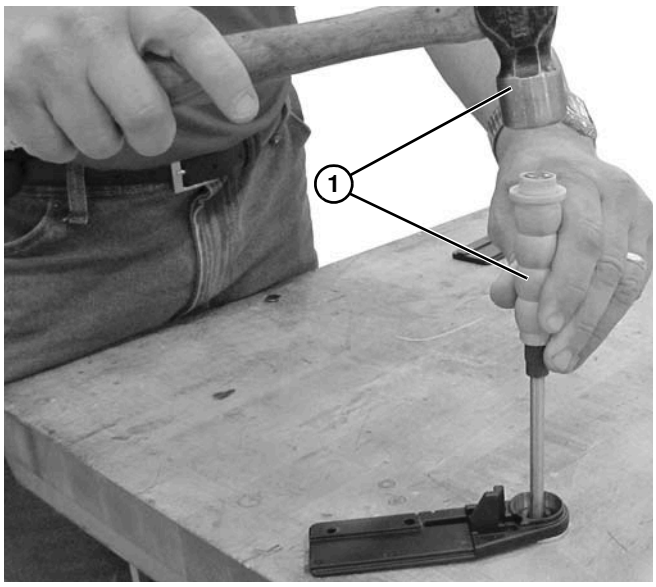
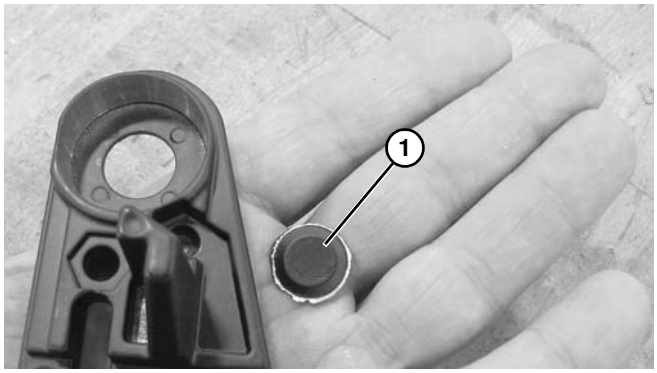

Abbildung 83
Abbildung 84
3. Einen Hammer oder eine Stanze (6 mm - 13 mm Durchmesser) **(Abbildung 83, Teil 1)** oder langen Bolzen zum Auswerfen des Rohlings **(Abbildung 84, Teil 1)** für Wellenrückfahr-Endplatte mit Unterlegscheibe verwenden.